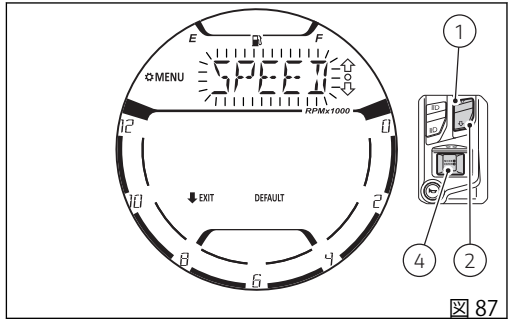
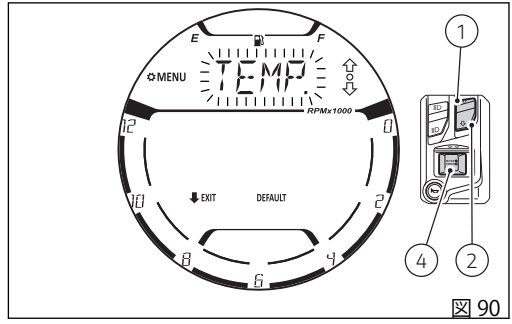
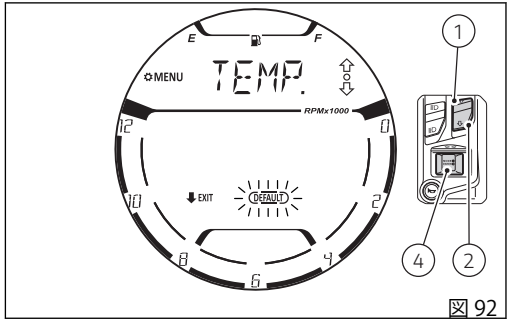

図 87
図 90
図 92
機能に入ると、最初の項目として速度 / 走行距離の “SPEED” が表示されます (図 87)。
ボタン (1) またはボタン (2) を押すたびに、“TEMP.” 設定 (図 90)、“DEFAULT” の文字枠 (図 92) を順に点滅表示し、その後 “SPEED” の文字の点滅表示に戻ります (図 87)。
ボタン (1) およびボタン (2) で点滅している項目 “TEMP.” (図 90) を選択し、ボタン (4) を押します。
次にディスプレイは “TEMP.” の文字の点滅表示に戻ります (図 90)。
ボタン (1) と (2) で "DEFAULT" (枠が点滅) (図 92) を選択し、ボタン (4) を押します。